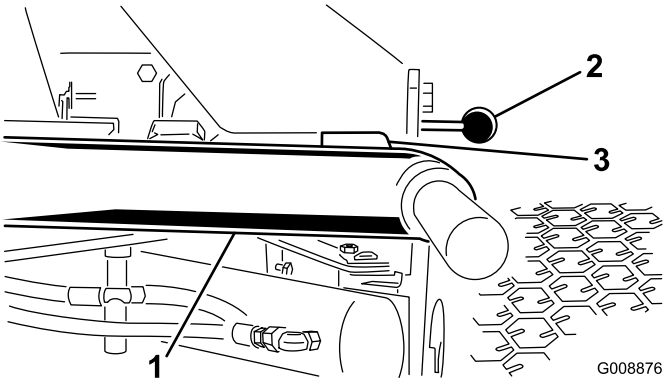

Figur 11
1. Starta motorn, höj klippenheterna och kontrollera att spelet mellan varje lyftarm och golvplattans fäste är 5–8 mm (Figur 11).